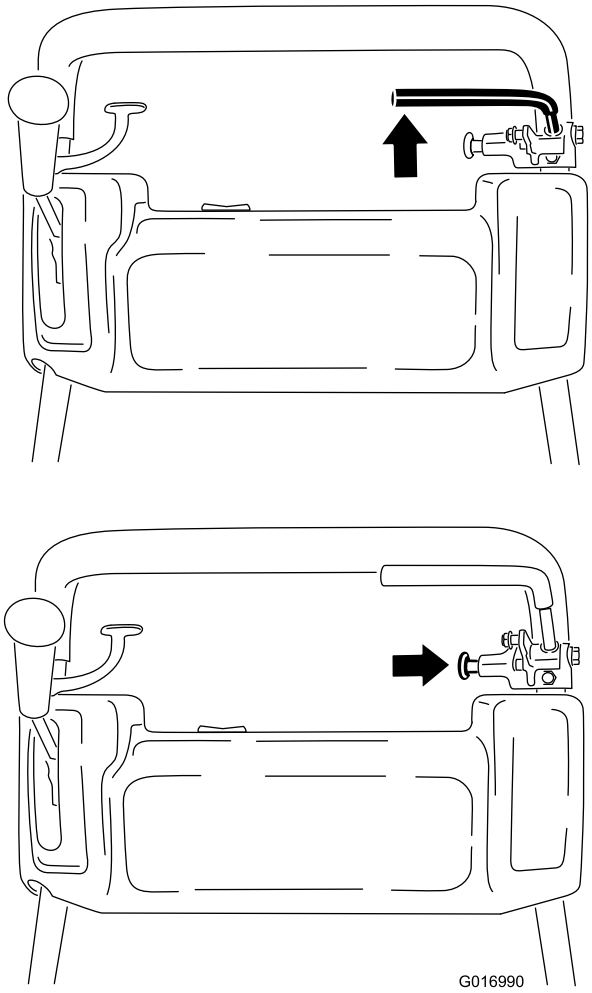

Figuur 30
1. Schakel de bedrijfsrem volledig in en duw de knop van de parkeerrem in zodat de bedrijfsrem op de pen van de parkeerrem rust (Figuur 30).